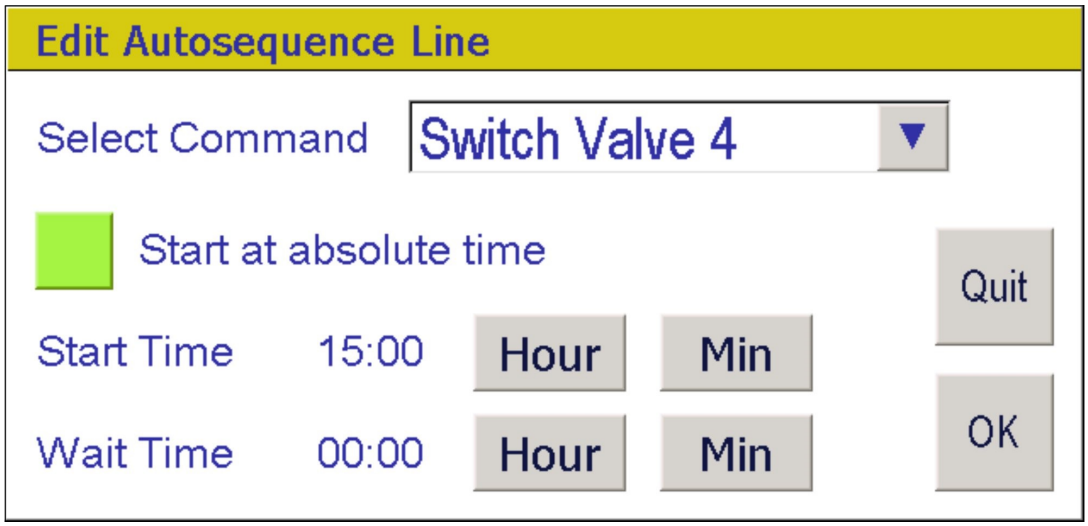

Fig. 5-18: *The command editor: All details of a command are set here.*
2.) The command: By pressing on the command the command editor appears (see Fig. 5-18). The following commands are available:
3.) Start Time and Wait Time of a command. Both can be zero. Pressing on this field also activates the command editors (See Fig. 5-18).
1.) AutoSequences **without fixed Starting Times**. These AutoSequences are started immediately, when pressing the Start button in the Data menu. Each command has a defined wait time after it is executed. When the wait time is over, the next command is executed. After the last command is executed, the AutoSequence continues with the first command. This is repeated until the AutoSequence is stopped by the user. The Wait Time can also be zero. In this case, after execution of the command, the next command is executed immediately. For all commands the option "Start at absolute time" must be deactivated (red, see Fig. 5-18).